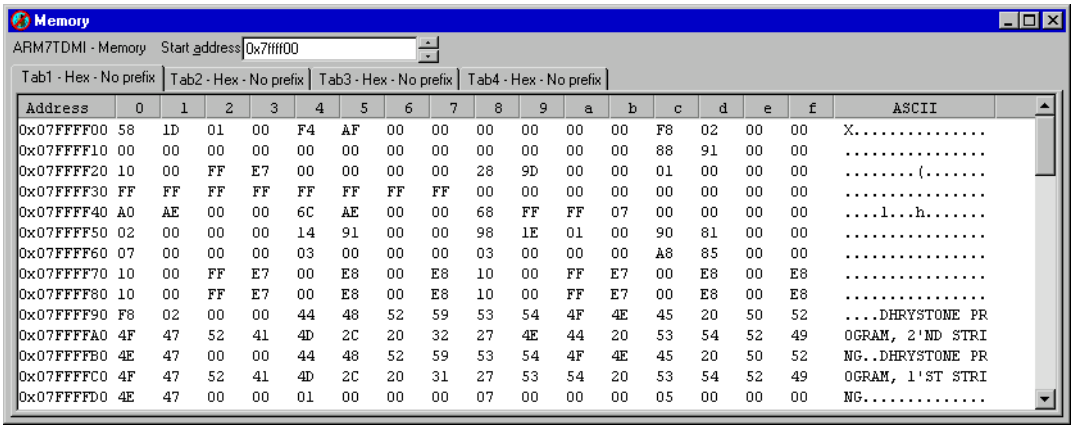

Figure 3-8 Examining contents of memory
5. Select **Memory** from the **Processor Views** menu and move or resize the window if necessary. Figure 3-8 shows a typical memory processor view.